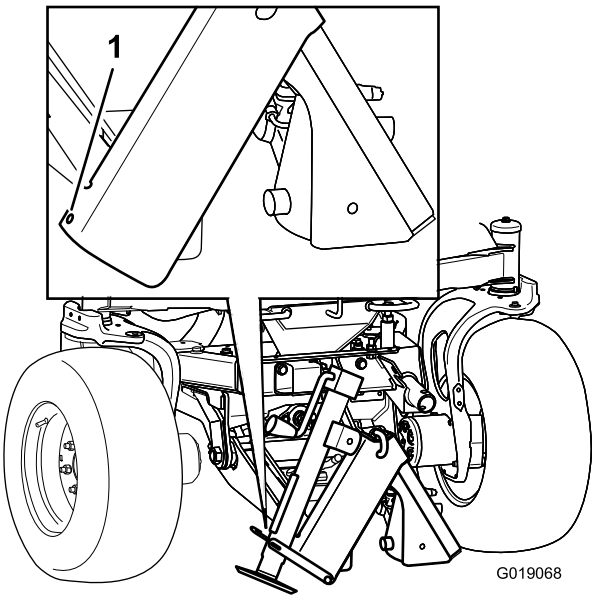
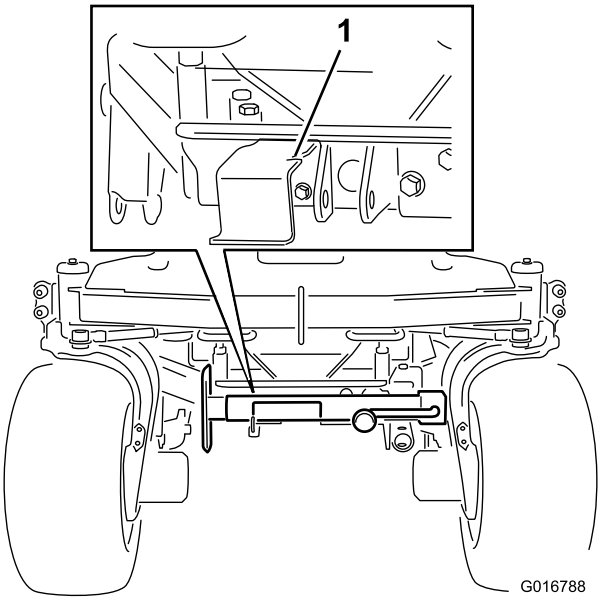

Figur 9
Figur 10
2. Sett inn den festede pinnen (ikke vist) gjennom hullet øverst på jekknavet og hullet i tappen, og fest jekken med bungee-en (Figur 9 eller Figur 10).